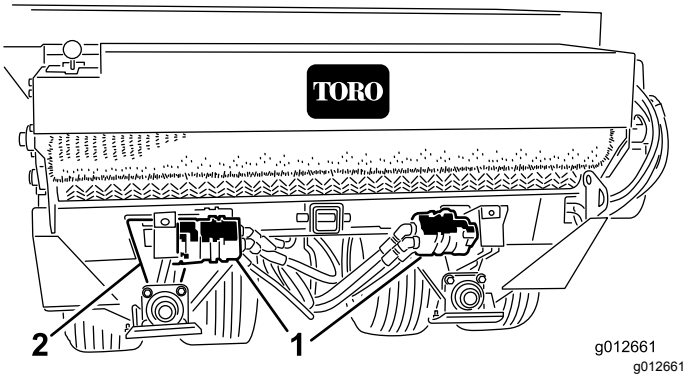

Rysunek 17
2. Poluzuj śruby podsadzane i nakrętki mocujące silnik/pompę układu hydraulicznego do podstawy osi (Rysunek 17).
3. Obróć zespół koła łańcuchowego silnika (Rysunek 17), aż ugięcie łańcucha napędu kół będzie wynosić 3,2 mm.